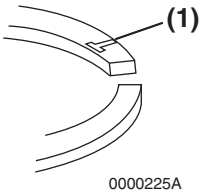

Figure 6-87
Note: Reinstall the top and second piston rings with the stamped “makers mark” **(Figure 6-87, (1))** facing the top of the piston. The “makers mark” may vary in appearance but will always be located on the top surface of the piston ring adjacent to the piston ring gap. The oil ring and oil ring expander can be installed either side up.